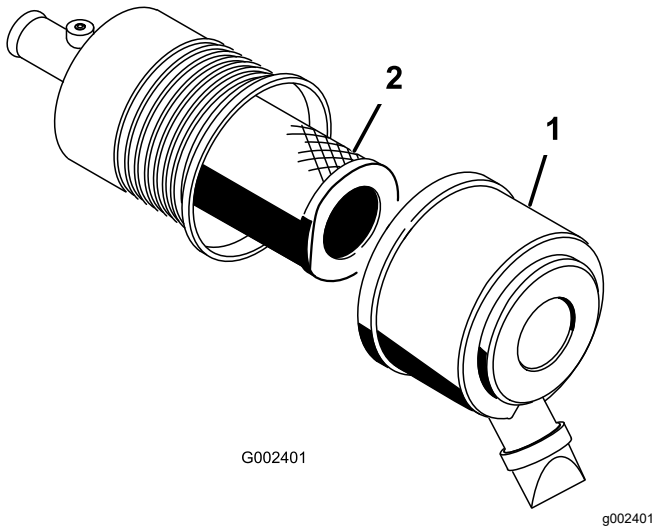

Figur 40
1. Lossa spärrhakarna på luftrenaren och dra av luftrenarkåpan från luftrenarhuset (Figur 40).
3. Dra försiktigt ut filtret ur luftrenarhuset (Figur 40).
5. Skjut försiktigt på filtret över röret (Figur 40).
6. Sätt tillbaka luftrenarkåpan med sidan uppåt och fäst spärrhakarna (Figur 40).